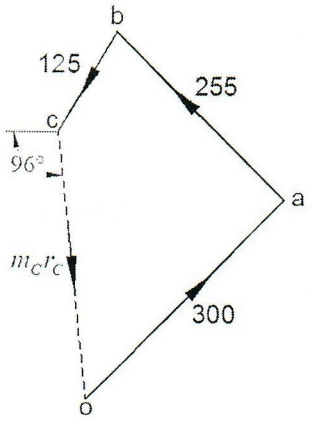

Fig. 1.3 Vector Diagram
- Now draw the vector diagram with the above values, to some suitable scale, as shown in Fig. 1.3. The closing side of the polygon *co* represents the resultant force. By measurement, we find that *co* = 285.84 kg-mm.